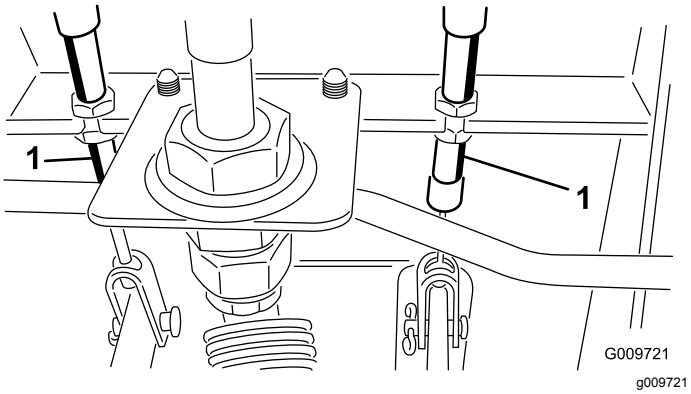

Figur 80
A. Løsne den fremre mutteren på gjengeenden på bremsekabelen (Figur 80).